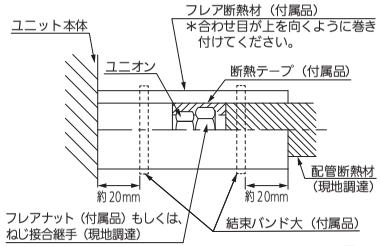

図 10
- 図 10 に従って液管・ガス管とも、断熱してください。フレアナット部もしくは、ねじ接合継手部に断熱テープ（付属品）を巻き付けてください。配管接続部にはフレア断熱材（付属品）を隙間がないように巻き付け、結束バンド大（付属品）で締め付けてください。結束バンドの余分な部分は切断してください。